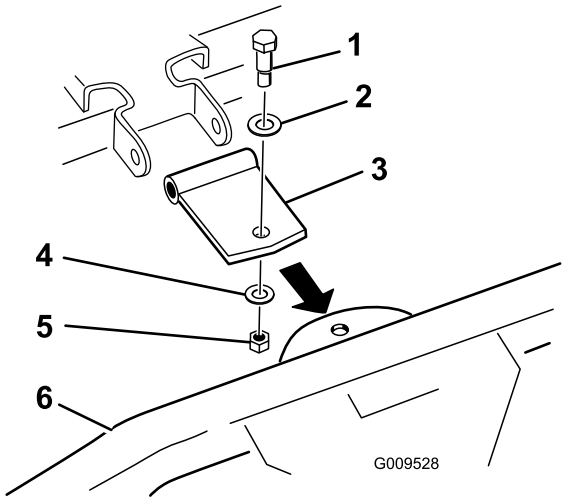

Figur 4
- Använd det raka tappfästet i enlighet med Figur 4 om fästet i änden på tandräfsan är vänt nedåt. Kasta bort det böjda tappfästet.